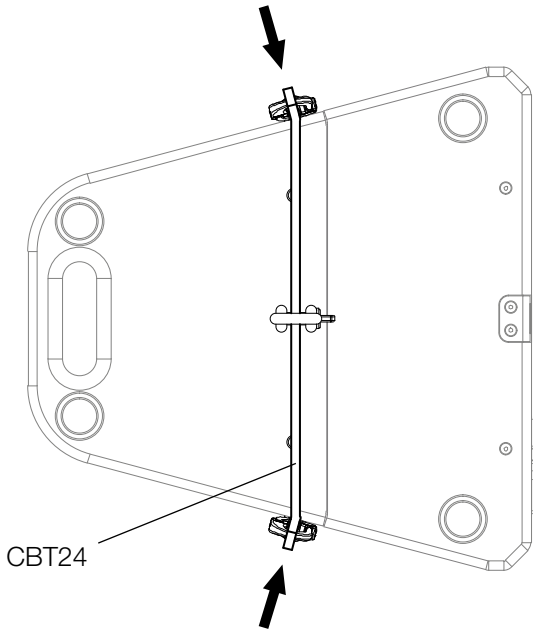

Abbildung 4.4 - Montagerichtung CBT24 am T24(N) Lautsprecher
4.4 Montagerichtung CBT24 Aufhängeschiene an T24(N) Lautsprecher
Montieren Sie die CBT24 Aufhängeschiene wie in Abbildung 4.4 dargestellt an den T24(N) Lautsprecher.